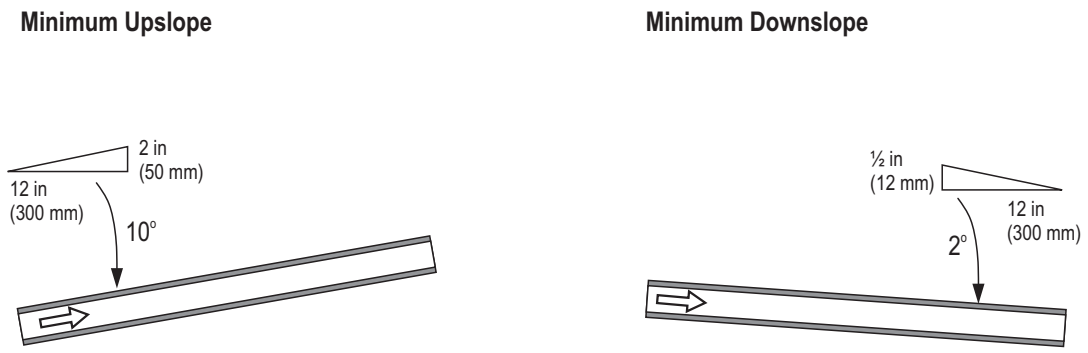

Figure 18: Steam Line Slope
- ☐ The steam line must have a constant minimum upslope of 10°, or a constant minimum downslope of 2°, as shown in *Figure 18*.